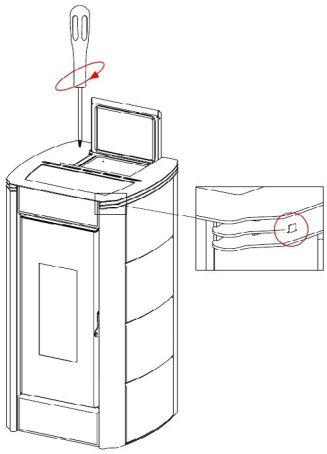

Fig. 28 - Positionieren der Abdeckung
- Abdeckung wieder aufsetzen und die entsprechenden Zähnchen zentrieren (siehe **Fig. 28 auf S. 20**).